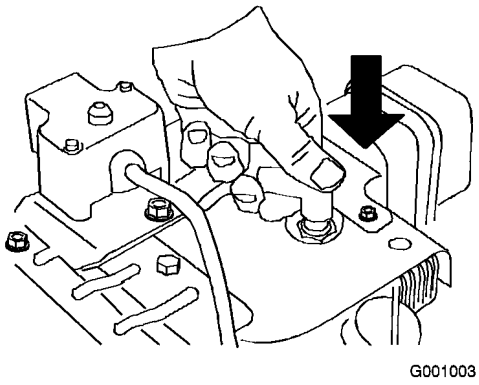

Figur 18
1. Anslut tändkabeln (Figur 18).